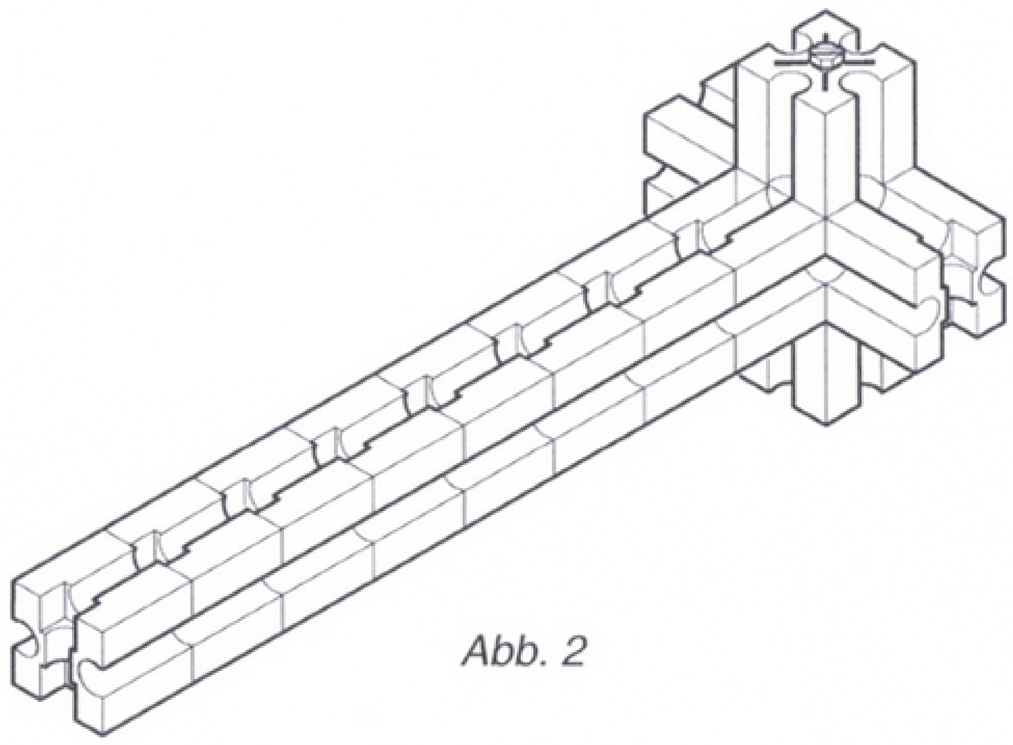

Abb. 2
2) Konstruiert einen Arm so wie er in Abb. 2 gezeigt ist, und legt ihn so auf den Ständer, dass er in seinem Mittelpunkt gestützt wird. Ist er ausbalanciert?